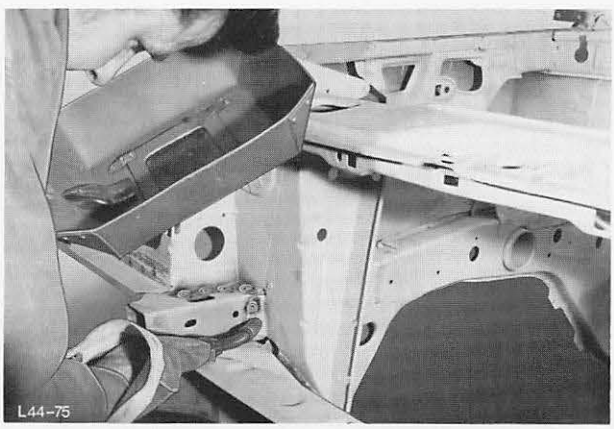

Abb. 70 Zwischenwand – Kühler an Längsträger schutzgasschweißen
13. Zwischenwand – Kühler an Längsträger schutzgasschweißen, Abb. 70.